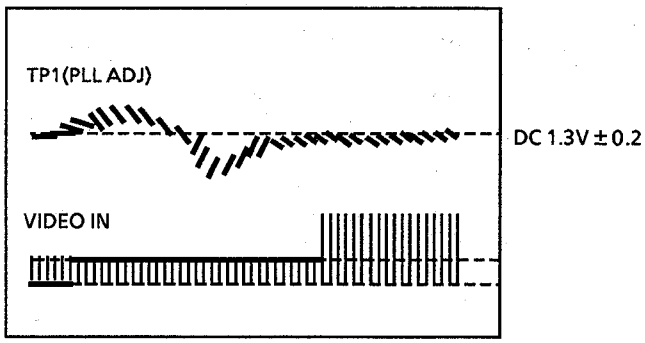

Figure. 3
3) Adjust L302 as shown in the figure 3.